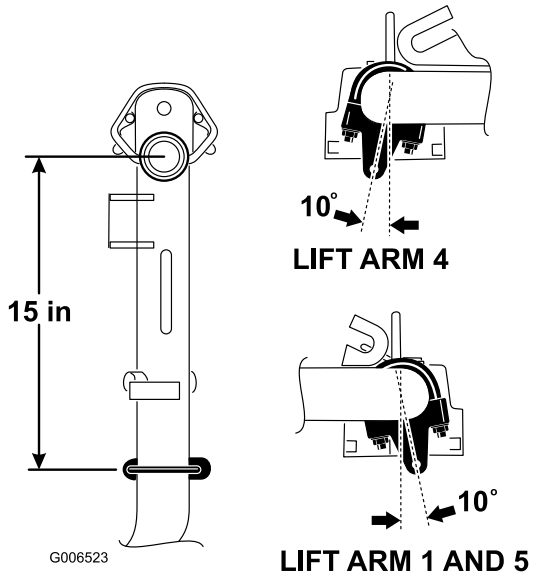

Figura 9
1. Nos braços de elevação nº 1, nº 4 e nº 5, posicione os suportes da corrente e as cavilhas em U 38 cm atrás do centro da articulação (Figura 9). Nos braços de elevação nº 1 e nº 5, os suportes devem ser rodados 10 graus para a direita na vertical (Figura 9). No braço de elevação nº 4, o suporte deve ser rodado 10 graus para a esquerda na vertical (Figura 9).